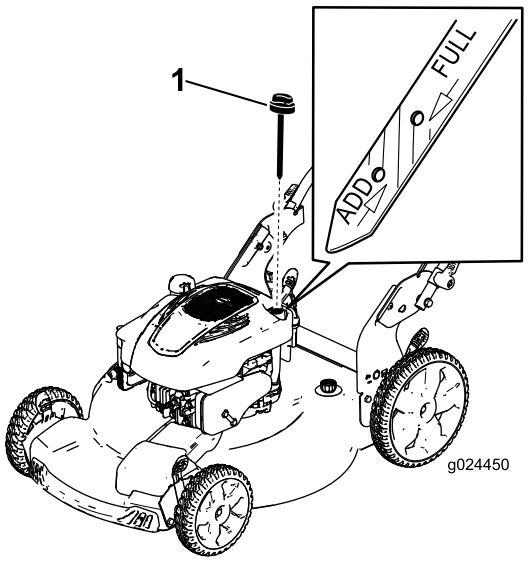

Bild 22
3. Ziehen Sie den Peilstab (Bild 22) heraus.
10. Lesen Sie den Ölstand am Peilstab ab. (Bild 22)